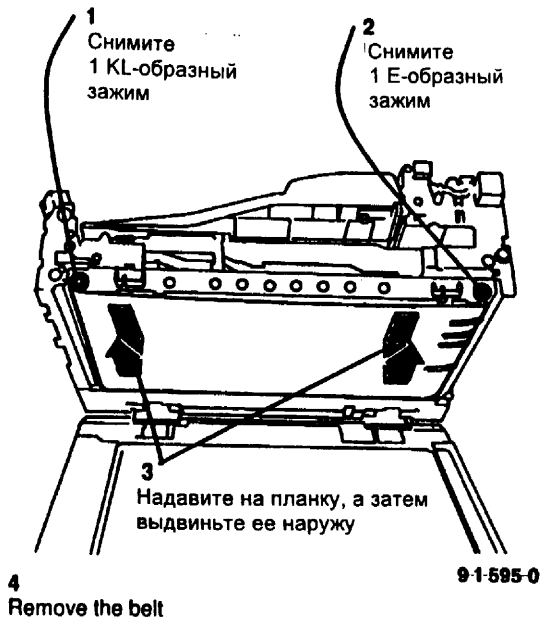

Рис. 2 Снятие ремня оригинала
4. (Рис. 2) Снимите ремень оригинала.